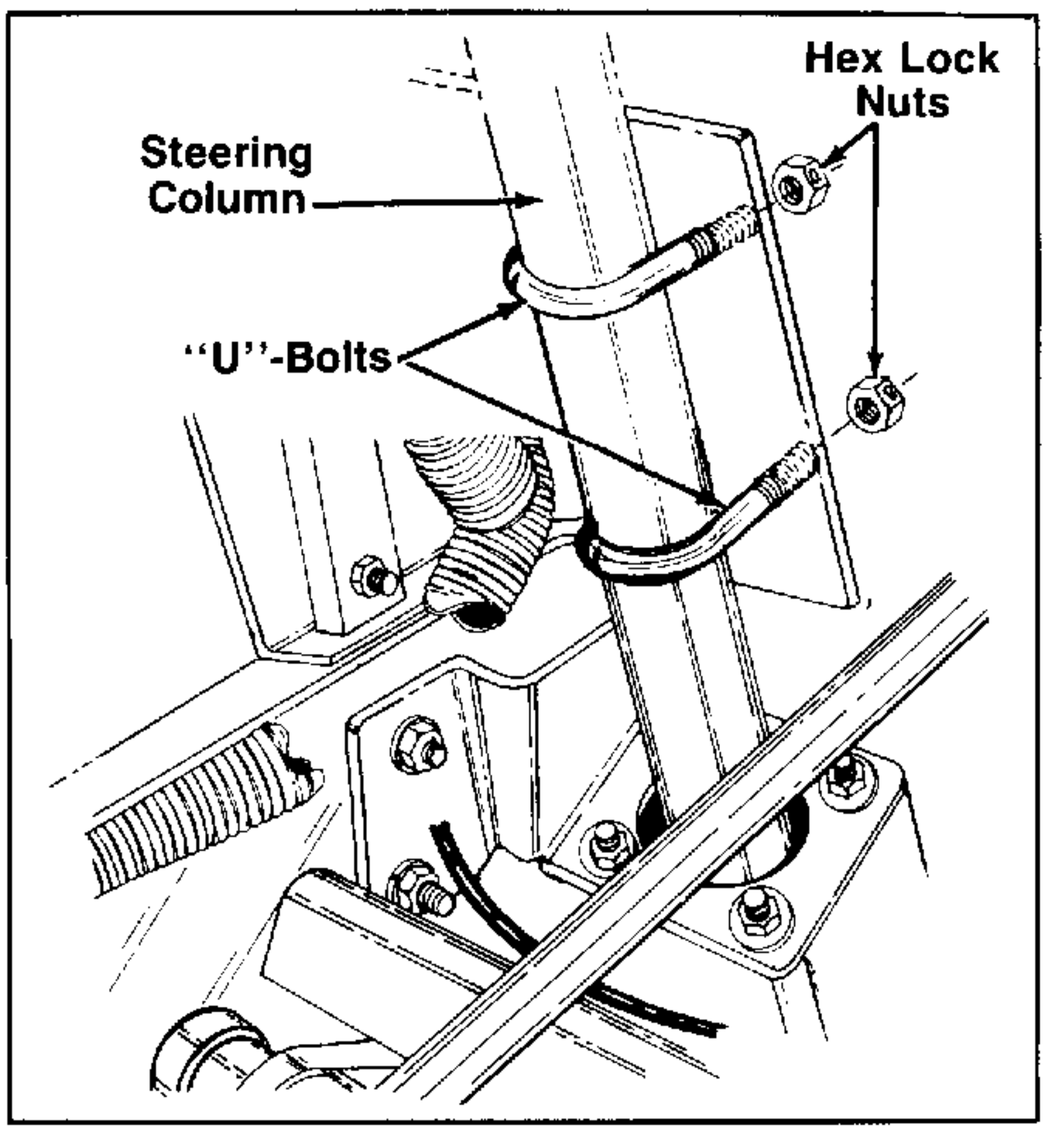

FIGURE 11.
10. Loosen the two "U"-bolts, holding the steering column. Loosen the four hex lock nuts as much as possible. **Do not remove nuts.** See figure 11.
E. Now tighten four lock nuts on two "U"-bolts to secure the valve plate assembly to the steering column (left loose in disassembly section, step 10, figure 11).